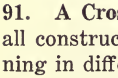

Fig. 101.
90. A Hopper Joint is employed in bins and hoppers on machines. It is similar to the plain butt joint except that the ends are cut at an angle to the edges and the edges at an angle to the faces. See ends **a-b** and edges **c-d** in Fig. 101. When fastened together, joints as shown in Fig. 101 are made.